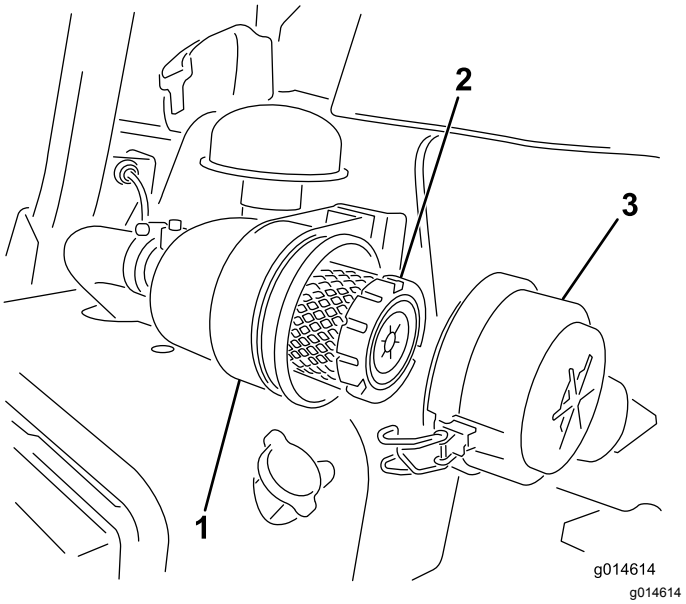

**Rysunek 26**
1. Zwolnij zaczepy mocujące pokrywę filtra powietrza do obudowy filtra powietrza (Rysunek 26).
7. Zamocuj za pomocą zaczepów (Rysunek 26).